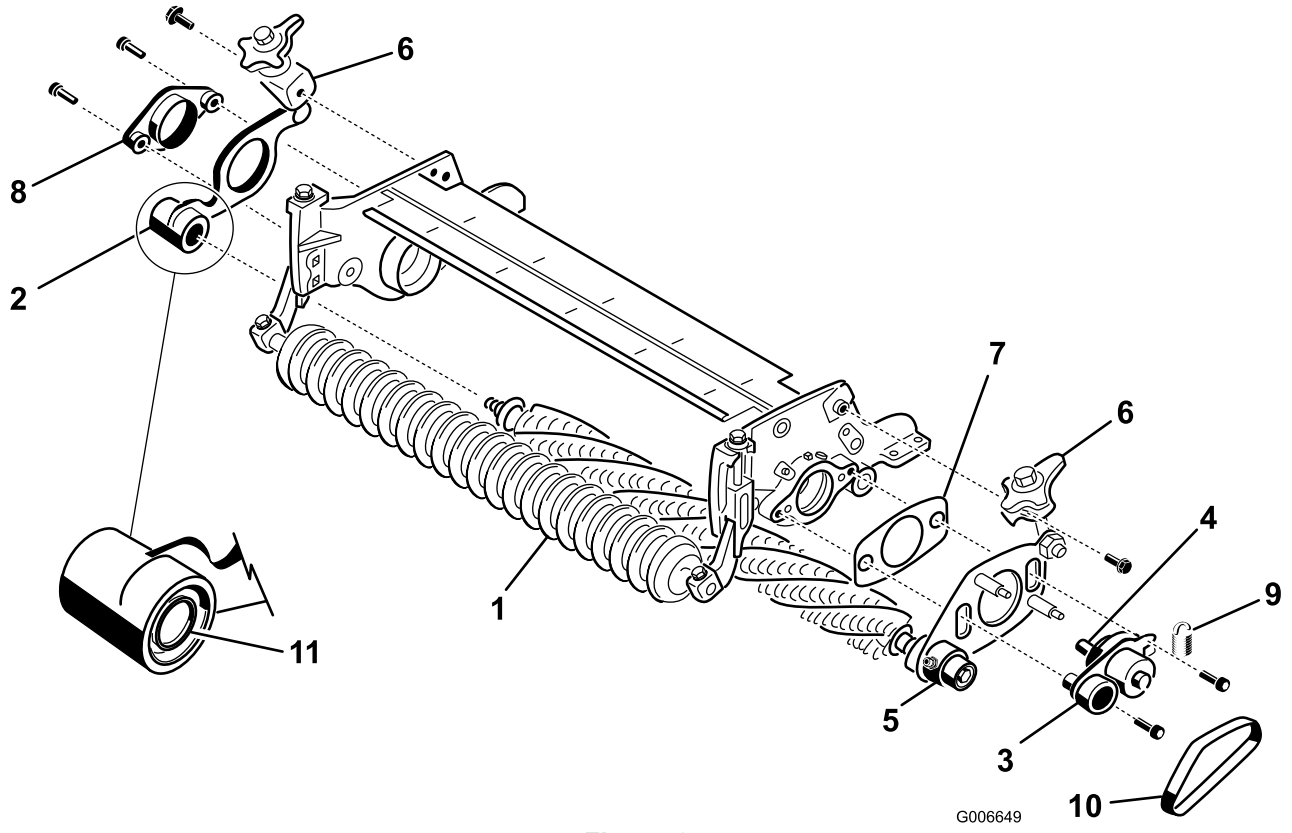

Figuur 24
21. Schuif de plaat van de groomer van de groomer-as, vanaf de **niet-aangedreven** zijde van de groomerconstructie (Figuur 24).
23. Monteer de draaispil, de plaat van de aangedreven zijde van de groomer en het opvulstuk aan de zijplaat van het maaidek met twee 3/8 x 1 inch inbusbouten vanaf de aangedreven zijde van het maaidek (Figuur 24). Smeer vóór installatie blauwe Loctite op de schroefdraden.
24. Monteer de plaat van de niet-aangedreven zijde van de groomer op de groomer-as (Figuur 24). Zorg dat de afdichtveer er niet af raakt.
25. Zet de draaispil (niet-aangedreven zijde) vast aan de zijplaat van het maaidek met twee 3/8 x 1 inch schroeven (Figuur 24). Smeer vóór installatie blauwe Loctite op de schroefdraden.
27. Monteer de snelhendels op de zijplaten met 3/8 x 3/4 inch flenskopbouten (Figuur 24).
28. Plaats de riem van de groomer op de poelies (Figuur 24). Zorg dat de ribbels op de riem goed in de groeven op elke poelie zitten.